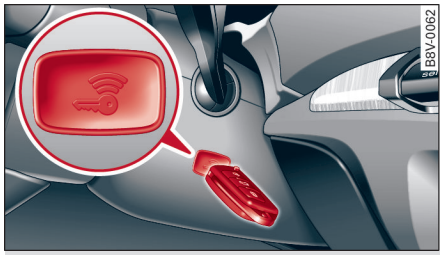

图 96 转向柱/无线遥控钥匙：出现故障时启动发动机
- 将无线遥控钥匙在如图所示保持在标记位置 ⇨ *图 96。*发动机启动。